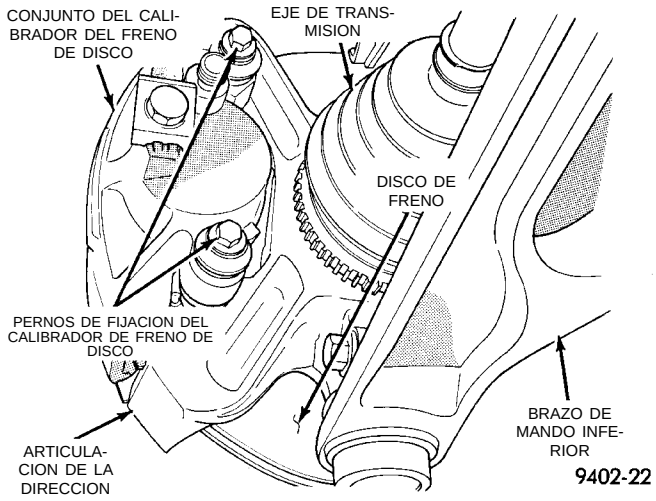

Fig. 5 Pernos de frenos de disco delantero del calibrador
(5) Retire los pernos del conjunto de calibrador delantero de frenos de disco a la articulación de dirección (Fig. 5).